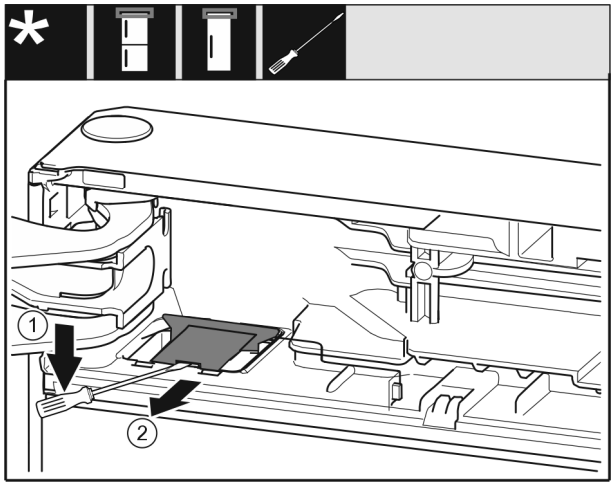

Fig. 14
▶ Atbrīvojiet pārsegu *Fig. 14 (1)* ar plakano skrūvgriezi.
▶ Izņemiet pārsegu *Fig. 14 (2)*.